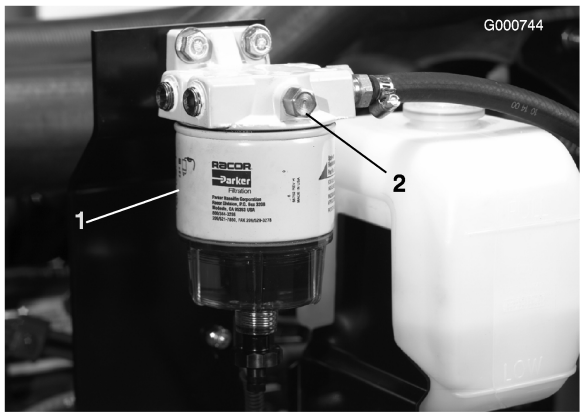

Figur 23
3. Åbn udluftningsproppen på brændstoffilteret/vandudskilleren (Figur 23).